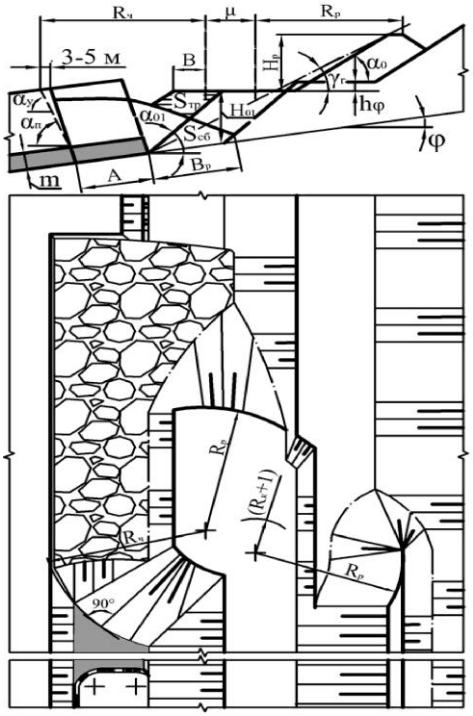

Рис. 2.2 – Бестранспортная разработка вскрышного уступа
1. Изучить порядок разработки развала уступа драглайном с отсыпкой двухъярусного отвала (рис. 2.2).